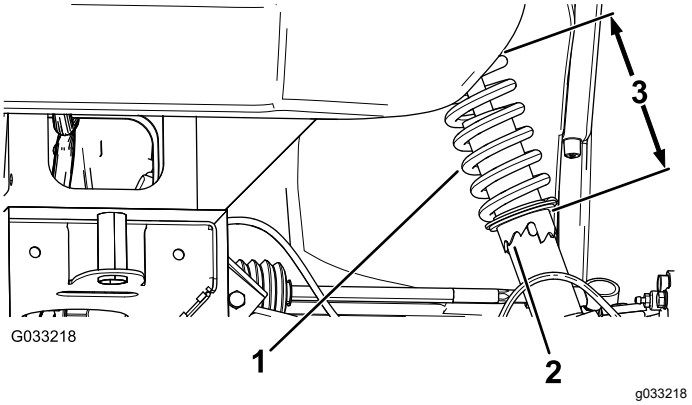

Figur 52
2. Justera hjulet till rätt riktning genom att rotera kragen på stötdämparen med rörtången om hjullutningen är felinställd (Figur 52).